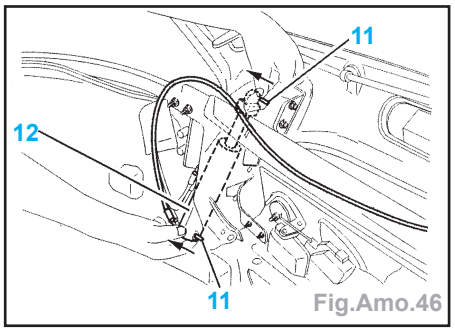

Fig.Amo.46
- Dégager les axes sup. et inf. (11) et désaccoupler les vérins (12) avec les canalisations (Fig.Amo.46).